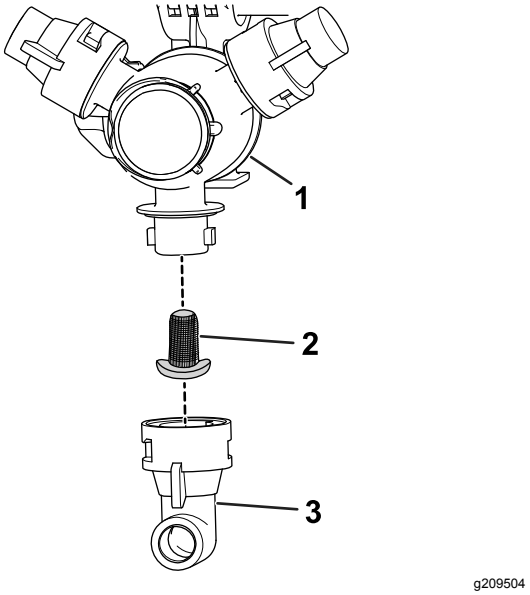

**Figur 98**
2. Fjern dysen fra sprederhodet (Figur 98).
3. Ta av dysefilteret (Figur 98).
5. Monter dysefilteret (Figur 98).
6. Monter dysen på sprederhodet (Figur 98).